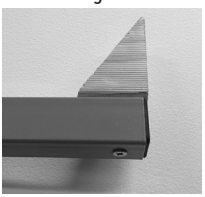

Fig 13
b. Or you could securely fasten a piece of timber (in any shape or size) to the horizontal bar using a fastener (not supplied) through the horizontal bar (1) and into the timber. (fig13 ) Either using a. or b. options will prevent any materials from falling off the multi-rack shelving.